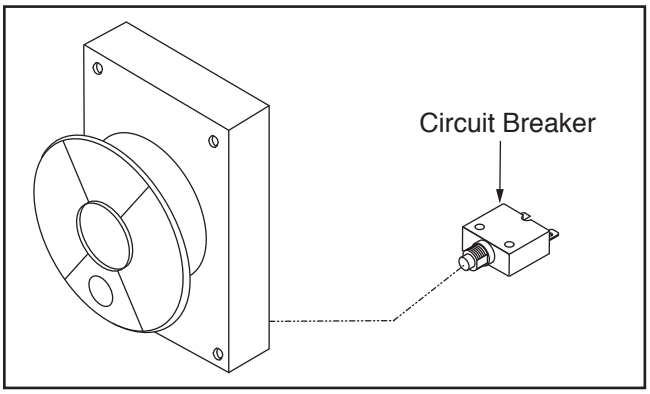

Figure 8. Location of circuit breaker.
7. Replace pre-installed 20A circuit breaker (see **Figure 8**) with 10A circuit breaker (part P0899224X), then re-install switch cover.